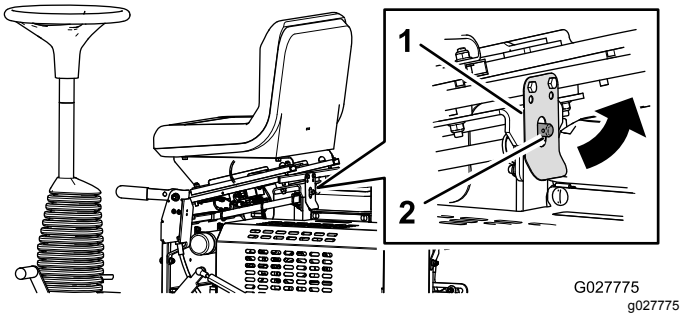

Figuur 20
2. Trek de stoelvergrendeling naar achteren en kantel de stoel naar voren (Figuur 20).